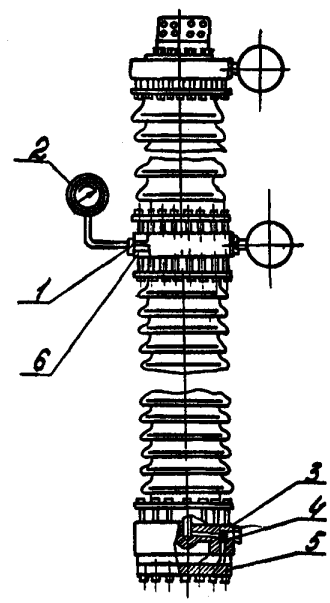

Рис.9. Схема сборки отделителя для проверки на плотность:
07.7. Вывинтить пробки 4 (рис.9).
07.9. Присоединить манометр 2 к одной из заглушек I со штуцером, ввинтить пробки 4 (см.рис.9).